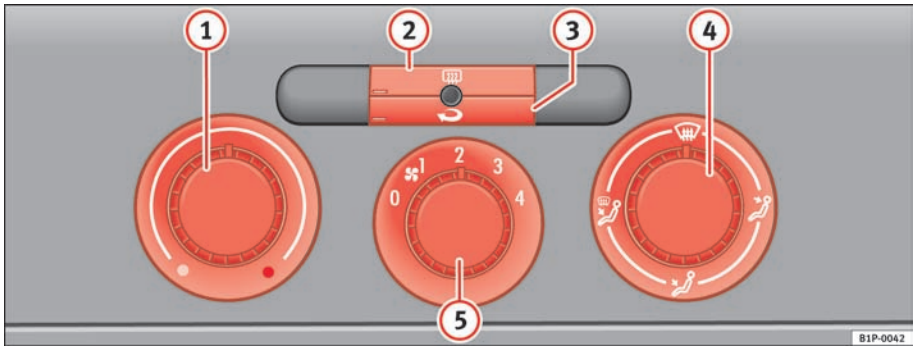

Fig. 107 On the dash panel: Heater controls
– Using the controls ⇒ fig. 107 (1) and (4) and the control (5) you can set the temperature, air distribution and the air flow.
– To switch a function on or off, press the appropriate button (2) or (3). When the function is activated, the display window in the lower left of the button is lit.